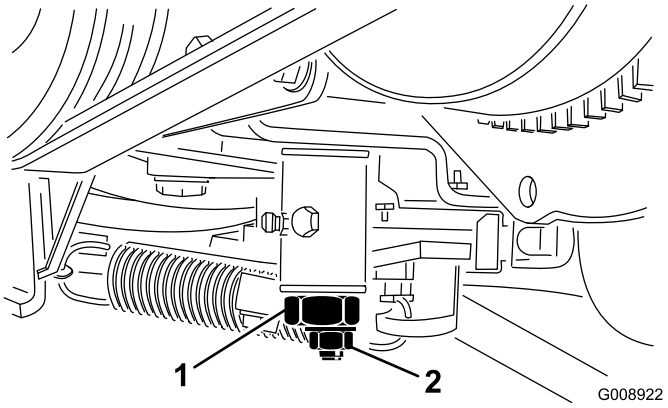

Figur 65
3. Løsn låsemøtrikken på traktionsjusteringsknasten (Figur 65).